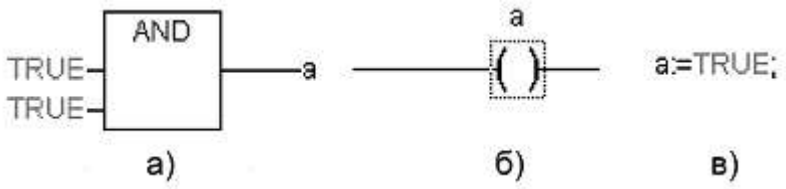

Рисунок 6 - Примеры программ на языках FBD (а), LD (б) и ST (в)
5. В зависимости от выбранного языка программирования откроется окно, в котором необходимо создать программу, исполняемую на контроллере. Примеры программ на языках FBD, LD и ST приведены на рис. 6